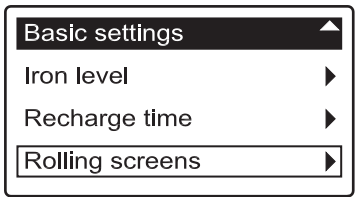

FIG. 34
3. Press the SELECT (○) button to display the Basic settings menu (See Figure 34).